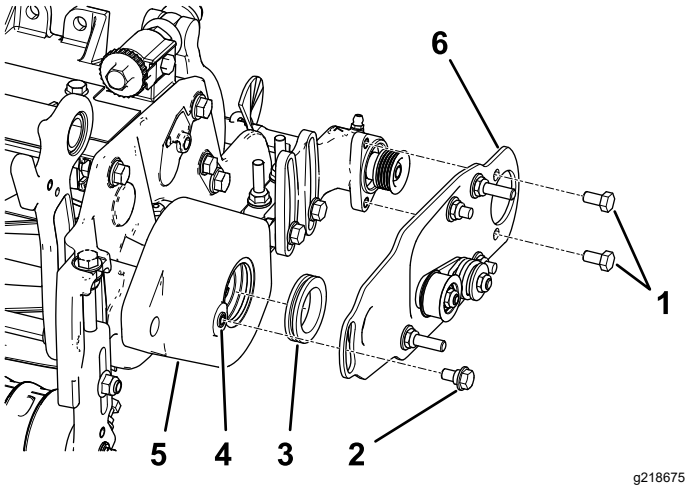

Rysunek 12
2. Nałóż warstwę smaru na wewnętrzną średnicę pierścienia w obudowie szczotki wałkowej (Rysunek 12).
3. Zamontuj lewą lub prawą płytę wychyłu szczotki wałkowej (Rysunek 12).
Informacja: Upewnij się, że zespół jałowego koła pasowego jest zamontowany u dołu w sposób przedstawiony na Rysunek 12.
4. Nałóż preparat do zabezpieczania gwintów na 2 śruby (5/16 x ½ cala) i za ich pomocą zamontuj płytę szczotki do obudowy łożyska szczotki wałkowej (Rysunek 12).
5. Przed wkręceniem śruby stopniowanej usuń za pomocą gwintownika 5/16–18 farbę z gwintu wewnętrznego w obudowie szczotki wałkowej (Rysunek 12).
6. Nałóż preparat do zabezpieczania gwintów na śrubę stopniowaną (Rysunek 12).
7. Zamocuj płytę szczotki do obudowy szczotki wałkowej za pomocą śruby stopniowanej (Rysunek 12).